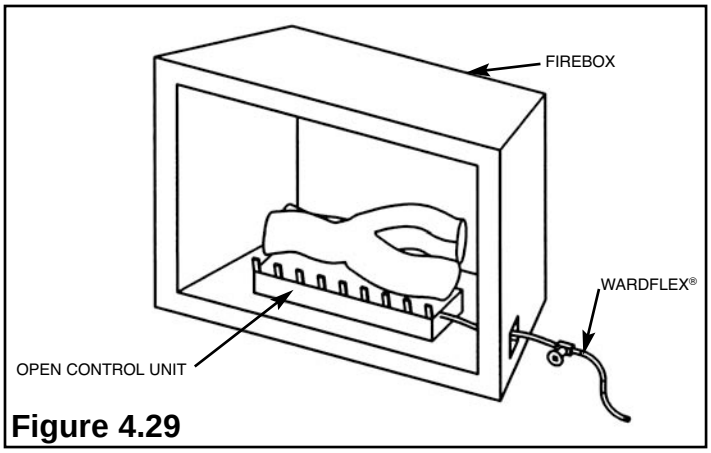

Figure 4.29
- **WARDFLEX® may be directly connected to the controls beneath the gas logs in accordance with the manufacturer's instructions.** (See Figures 4.29 and 4.30). Use care when connecting WARDFLEX® directly to a control unit to avoid damaging the controls.